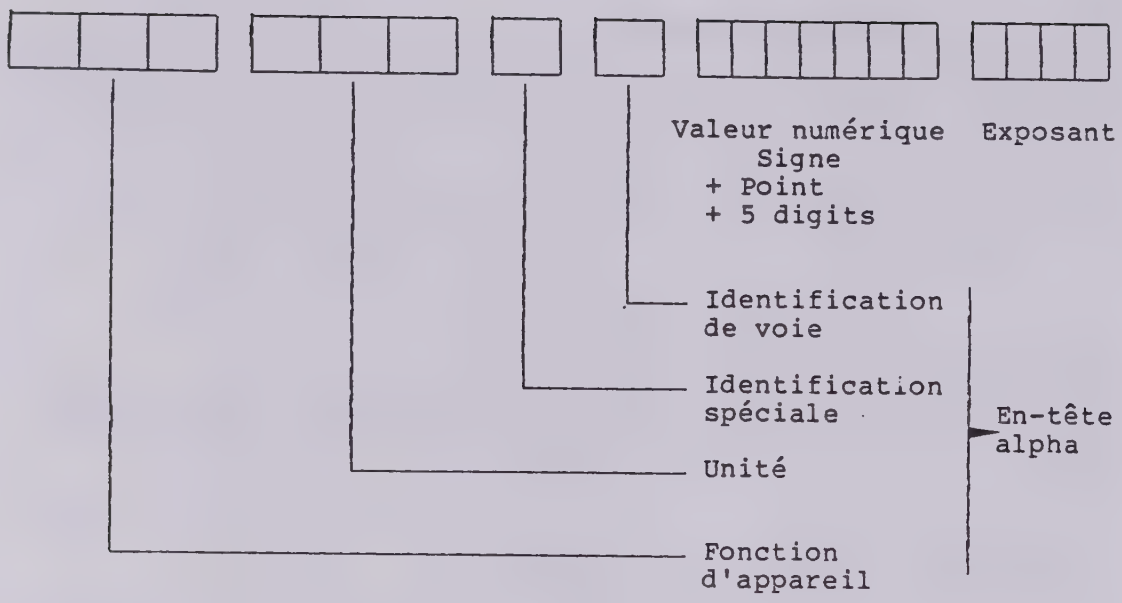

Fig. 2-13 Format pour la sortie de données
La valeur mesurée, la valeur de référence ou un code erreur peuvent être sortis en tant que valeur numérique (caractère de commande N1) ou en tant que valeur numérique précédée d'un en-tête alpha à 8 digits (caractère de commande NØ). La figure 2-13 montre la configuration de l'en-tête alpha. Trois caractères se réfèrent à la fonction d'appareil (tableau 2-19), trois caractères à l'unité (tableau 2-20), un caractère est réservé à l'identification spéciale telle que débordement (0), dépassement par le bas ou par le haut de la gamme maintenue (H, L), etc., et un caractère qui affecte la valeur numérique à une voie de mesure (A pour la voie A, B pour la voie B).